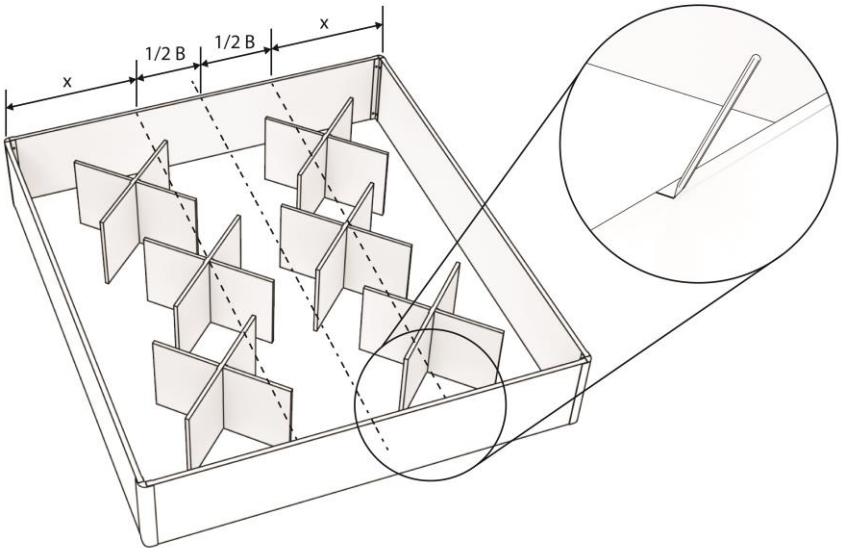

Abbildung 4: Zeichnen der Mittellinie am Kopf- und Fußende des Bettkastens.
Schritt 4. Abhängig von der Anzahl Bodenplatten müssen Sie die Positionierung dieser Bodenplatten auf dem Bettkasten. Für dieses Beispiel mit 3 gleichen Bodenplatten mit der Breite B messen Sie mit dem Maßband aus, dass die mittlere Platte in der Mitte des Bettkastens liegt. Zeichnen Sie mit einem Bleistift eine Linie auf die Leisten am Kopf- und Fußende des Bettkastens, wo die Kanten der mittelsten Platte enden, wie in Abbildung 4 gezeigt. Der Abstand x von der mittleren Platte bis zur Kante der Leisten ist daher auf beiden Seiten gleich groß.